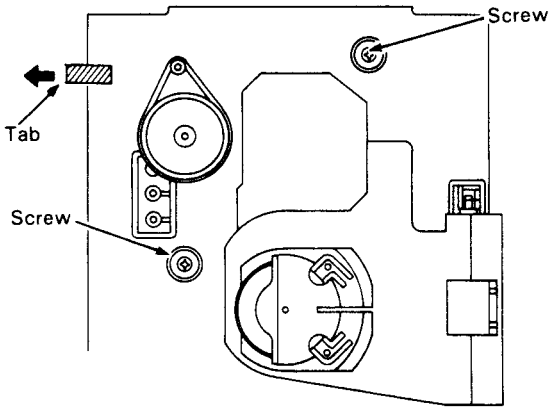

Fig. 4
– Die 2 Schrauben herausdrehen (s. Abb. 4).
– Togliere la 2 viti (fig. 4).
– Remove the 2 screws (see fig. 4).
– Enlever les 2 vis (voir fig. 4).